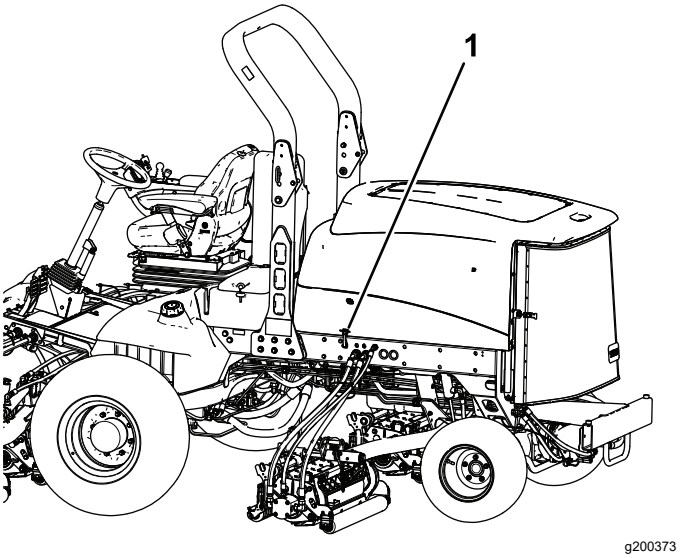

**Figur 78**
1. Frigjør panserfestene (Figur 78) og sving opp panseret.